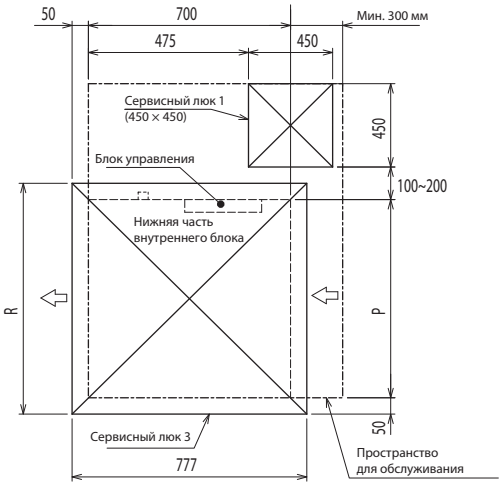

Рис. 4 (Вид по направлению стрелки B)
• Установите сервисный люк 1 по диагонали под блоком управления и сервисный люк 3 под внутренним блоком, как показано на Рис. 4